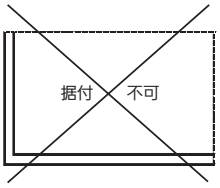

図3
①有効吸込面積[St]が必要吸込面積[Sr]より大きい。
②隣り合う2面の面積（S12、S23、S34、S41）の内で、最小の値が[Sr]の25%以上あること。（図3,4参照）